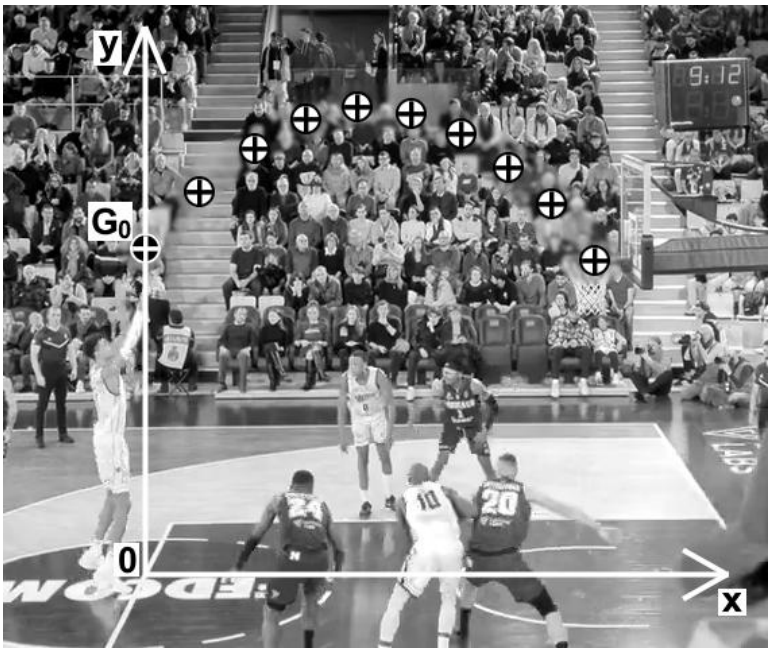
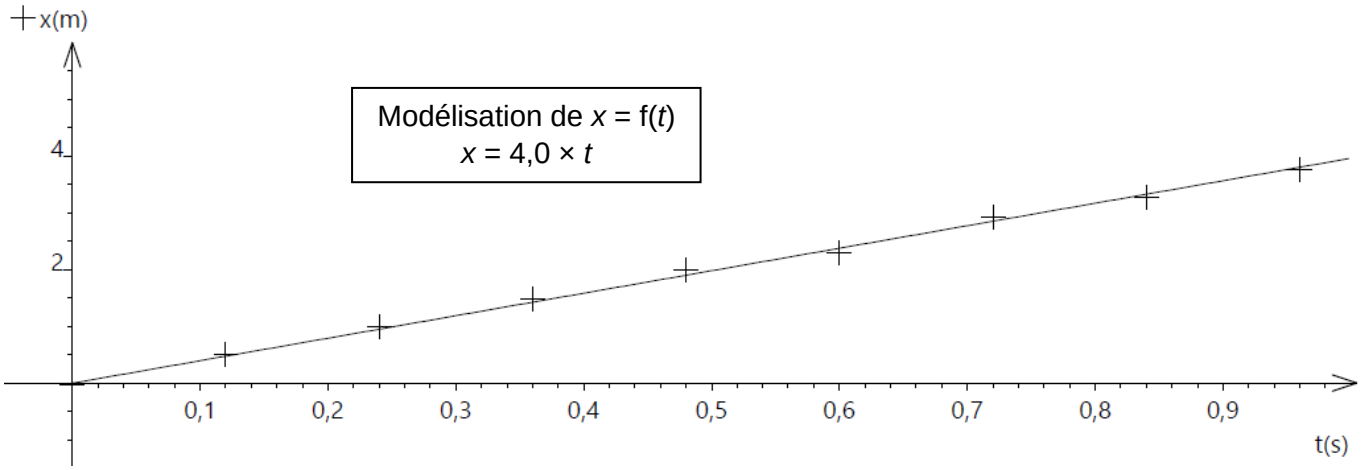

Figure 1 – Chronophotographie du lancer franc
Figure 2 – Évolution de la coordonnée x du ballon en fonction du temps t
Victor Wembanyama, célèbre joueur français de basket, évoluait au Metropolitans 92 lors du championnat 2022-2023 lorsqu'il a effectué ce lancer franc au cours d'un match contre Monaco (voir figure 1).
La trajectoire du centre du ballon est étudiée dans le plan vertical perpendiculaire au sol passant par la main du basketteur au moment où il lâche le ballon et par le centre du panier. On utilise le repère (xOy) indiqué sur la figure 1.
À partir de la vidéo du lancer franc, le pointage des positions du centre d'inertie G du ballon permet d'obtenir la chronophotographie de la figure 1. Les données sont traitées par un logiciel pour obtenir les courbes des figures 2 et 3.
Q.2. Déterminer, à l'aide de la figure 2, la valeur de la coordonnée v_x du vecteur vitesse $\vec{v}$.